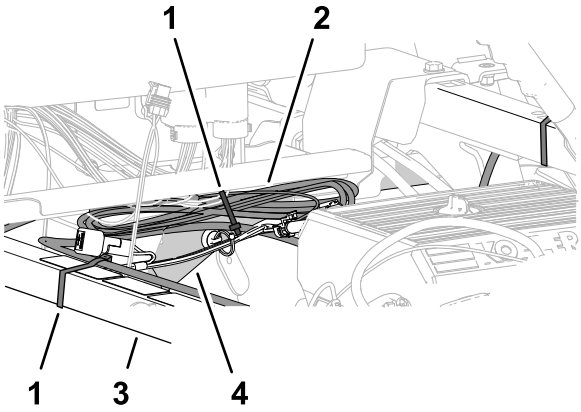

Figuur 213
1. Bevestig het overtollige eind van de datakabel tegen de bovenste framebuis aan de rechterkant (Figuur 213).
2. Lijn de datakabel uit met de schokbrekerbuis en bevestig de kabel met een kabelbinder aan de buis (Figuur 213).
3. Lijn de kabelbundel van de datakabel uit met de bovenste framebuis aan de rechterkant, en bevestig de kabelbundel met een kabelbinder aan de framebuis (Figuur 213).